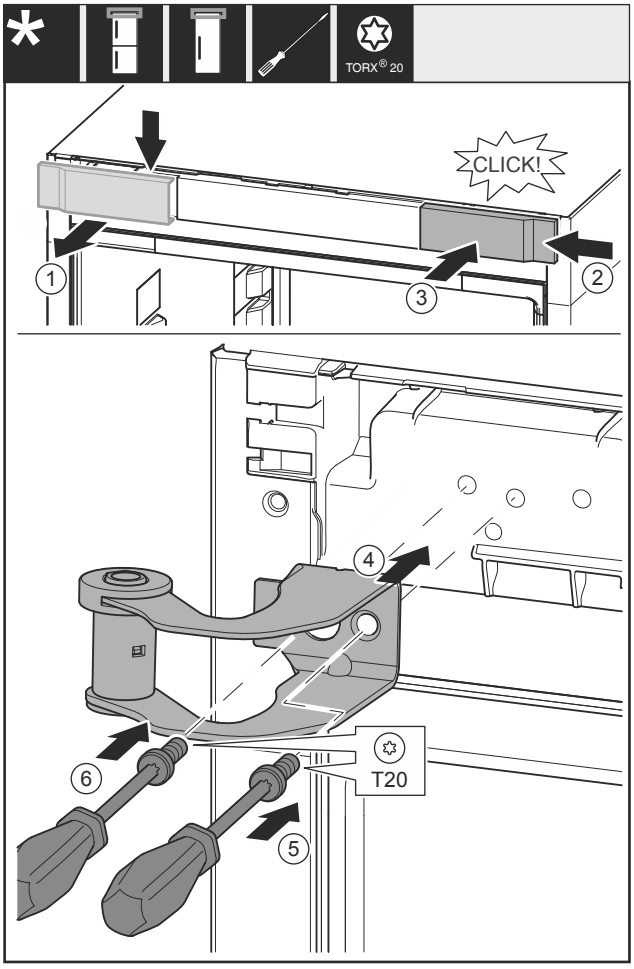

Fig. 14
- ▶ Snemite pokrov *Fig. 14 (1)* od zgoraj v smeri naprej.
- ▶ Pokrov *Fig. 14 (2)*, obrnjen za 180°, namestite na drugo stran z desne strani.
- ▶ Zaskočite pokrov *Fig. 14 (3)*.
- ▶ Pristavite zgornji ležajni podstavek *Fig. 14 (4)*.
- ▶ Zategnite vijak *Fig. 14 (5)*.
- ▶ Zategnite vijak *Fig. 14 (6)*.